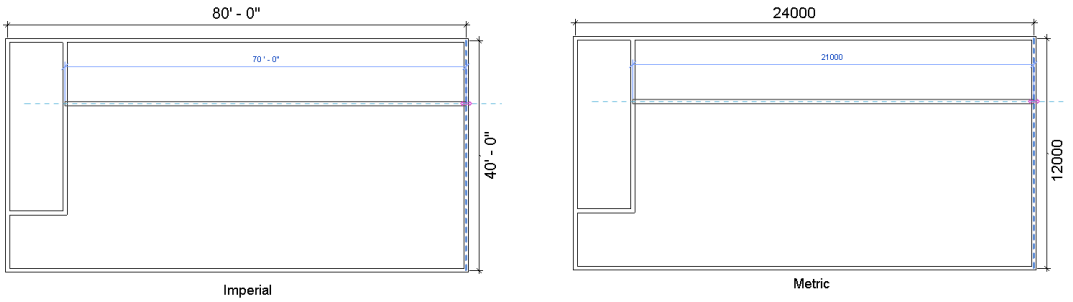

Figure 3-68 *Sketching the second interior wall*
4. Press SHIFT and move the cursor toward right near the right exterior wall segment. Now, click to specify the location of the endpoint of the wall segment; the second interior wall segment is sketched, as shown in Figure 3-68.